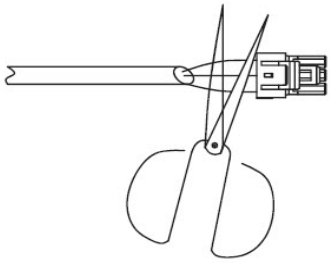

Fig. 42 —Shearing Outdoor Connector
1. Cut connector on outdoor unit side as shown in Fig. 42.